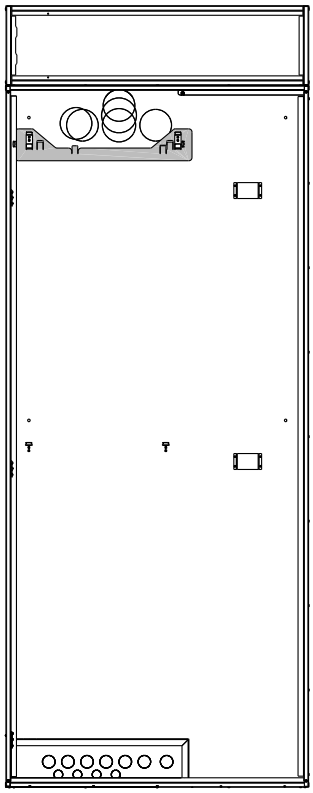

fig. 16
- Prelevare la piastra di supporto dal kit interfaccia e posizionarla sugli appositi ganci posti nella parte superiore dell'unità da incasso (fig. 16)